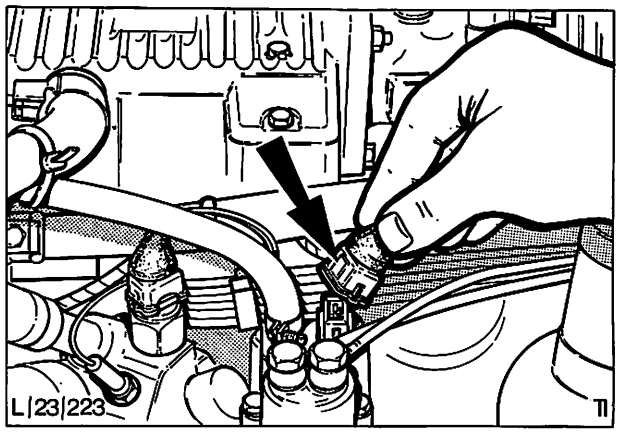

Abb. 51 Stecker – Warmlaufregler anklemmen
a) Warmlaufregler anschließen, Abb. 51. Bei eingeschalteter Zündung erhitzt sich der Bimetallstreifen im Regler und erhöht den am Druckprüfgerät angezeigten Steuerdruck.